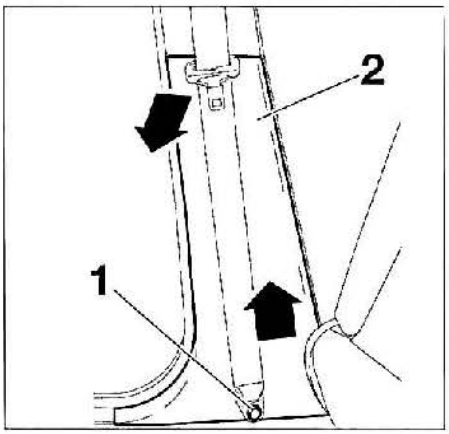

FIG. 7
. Desmontar la tapa y desatornillar la fijación (1). Acompañar la cinta para enrollarla **(fig. 7).**